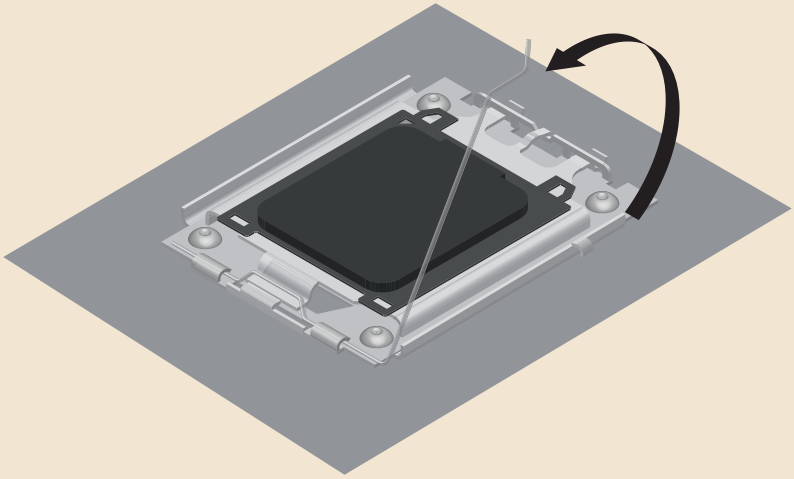

Figura 15.7: Levante a alavanca.
2. Após a alavanca estar destravada, levante-a totalmente. Ver Figura 15.7.